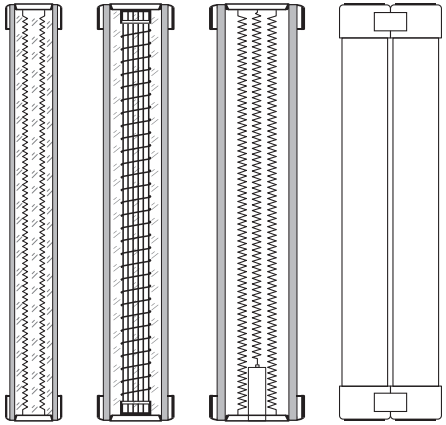

Рис. 3. а – патрон ПТ-1.1, ПТ-1.2, б – патрон ПТ-1.1, ПТ-1.2 с керамическим сердечником, в – ПТ-1.1, ПТ-1.2 с указателем срабатывания, г – патрон ПТ-1.3
2.3.1 Патроны ПТ-1.1, ПТ-1.2 (рис. 3, а, б, в) состоят из: термоустойчивой, покрытой глазурью фарфоровой трубки; контактных колпачков; наполнителя (кварцевый песок); плавких вставок; керамического сердечника (при токах до 8 А); крышки; указателя срабатывания (при заказе указывается в доп. условиях).
2.3.2 Патрон ПТ-1.3 (рис. 3, г) представляет собой спаренные патроны ПТ-1.2.